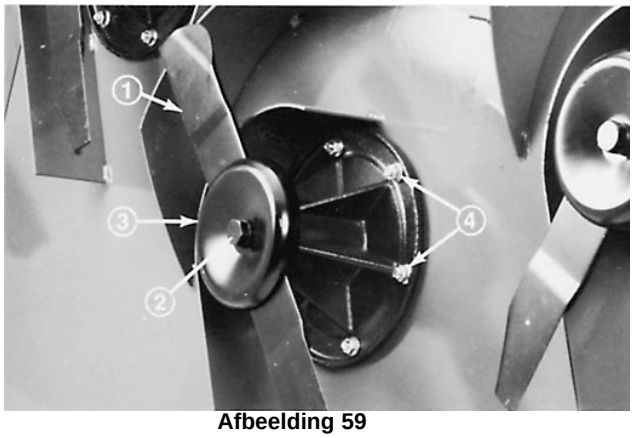

Afbeelding 59
2. Pak het uiteinde van het mes vast met een lap of een dikke handschoen. Verwijder de mesbout, de afdichtingsring, de cup om de toplaag te beschermen en het mes van het asstel (Afb. 59).